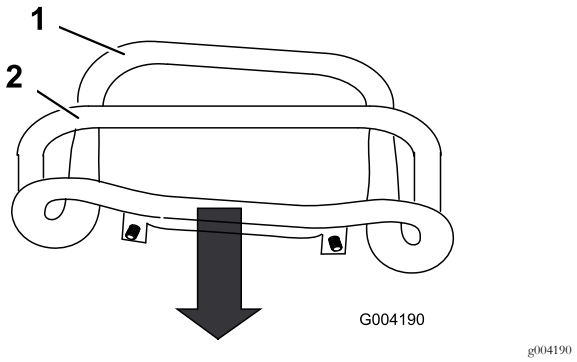

Rysunek 54
3. Pociągnij dźwignię sterowania zespołem jezdnym prosto do tyłu, aby przód dźwigni sterowania stykał się z drążkiem wzorcowym (Rysunek 54).